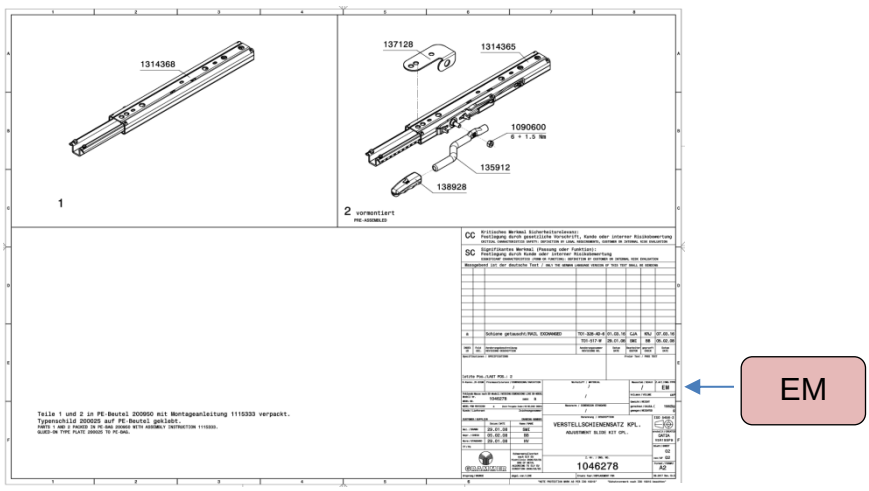

Bild 9.3.2
- **Blatt 2 *(siehe Bild 9.3.2)* der Ersatzteilzeichnung**